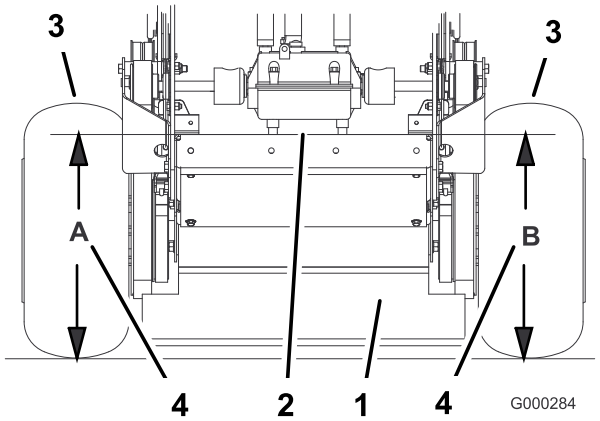

Figura 62
4. Mida la altura de la plataforma del motor en la posición **A** (Figura 62).
5. Mida la altura de la plataforma del motor en la posición **B** (Figura 62).